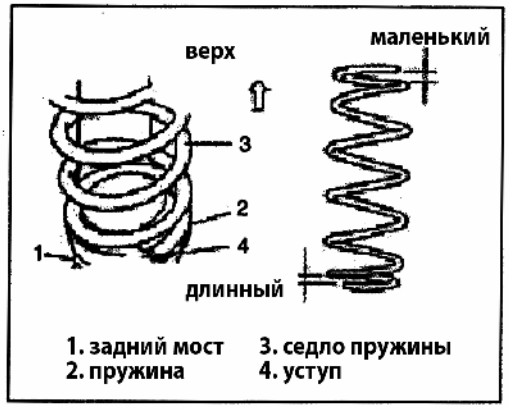

Рис. 560
1) Установите пружину так, чтобы закрытый конец был направлен вверх, а открытый конец (с меткой) вниз (Рис. 560), убедитесь в том, что ее основание надежно установлено в гнезде.